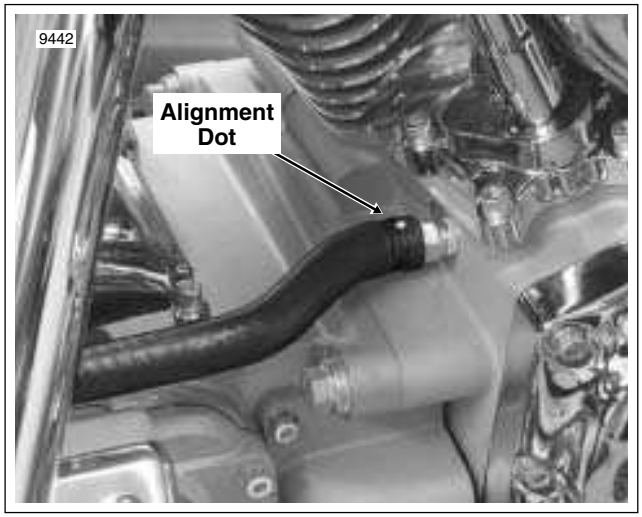

Figure 3-18. Install Breather Hose (Hose Clamp Not Shown for Illustration Purposes)
*If installing **new** breather hose or if hose was completely removed, be sure that end with white alignment dot is connected to crankcase fitting and that dot is topside after installation of hose. See Figure 3-18. Improper orientation can result in chaffing of the transmission top cover.*